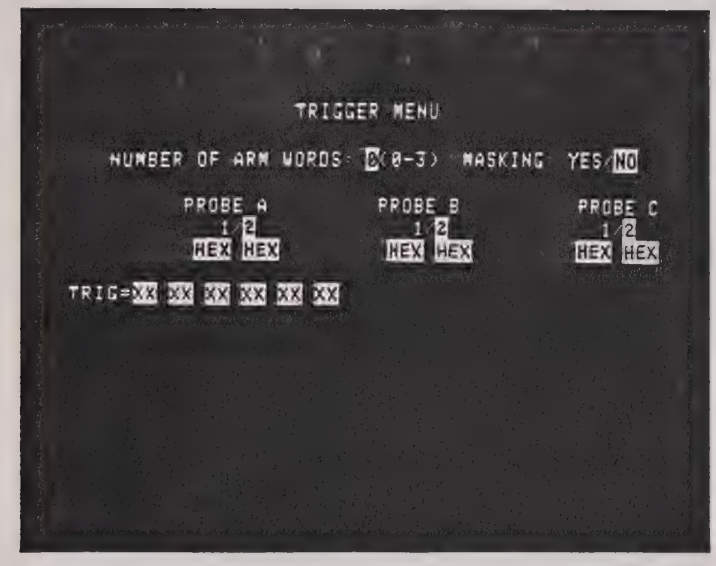

Figure 5.3 - Trigger Menu in Default Display
5.4.1 Refer to Figure 5.3 above showing the entire **TRIGGER MENU** in the default mode and ready for set-up. Refer back also to Paragraphs 5.2.2 and 5.2.3 describing the use of the **NORMAL** and **AUTO**matic **ARM**ing in the **MODE MENU** subsection as required.